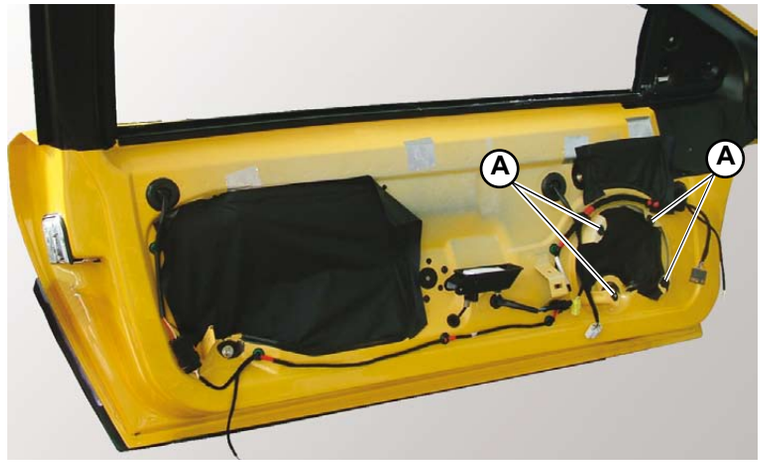

Fig.1
2. Unscrew the 4 screws (**A-Fig.1**) to release the loudspeaker from the door.